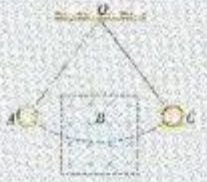

图 2-34
2. 如图 2-34 所示，O 点正下方有一个具有理想边界的磁场，铜环在 A 点从静止状态释放，向右摆到最高点 C。不考虑空气阻力，下列说法中正确的是